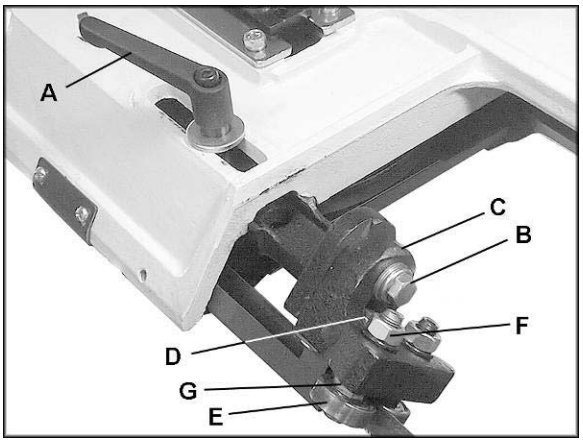
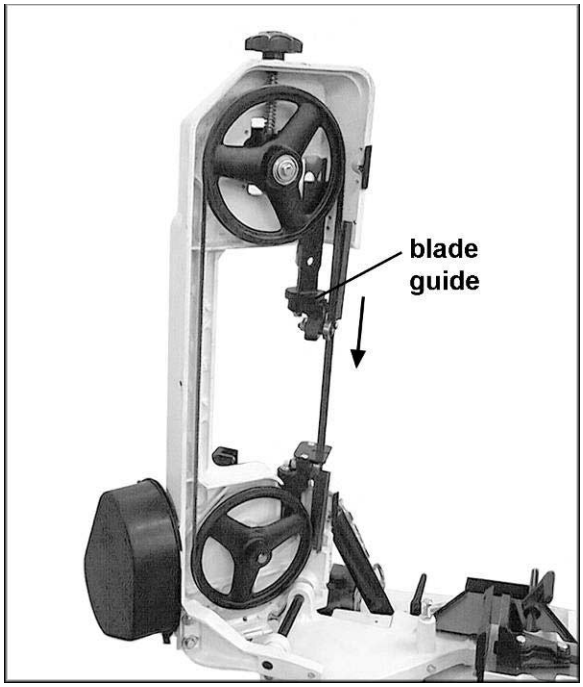

*Figure 18*
*Figure 19*
The blade guide assembly should be moved as close to the workpiece as possible without interfering with the cutting operation. This allows minimum exposure of the blade. To adjust, loosen handle (A, Figure 18) and slide the assembly into position. Always tighten handle (A, Figure 18) after adjustment.
2. Loosen slightly the hex cap screw (B, Figure 18) with a 12mm wrench.
3. Slide the guide block (C, Figure 18) down until the thrust bearing (D, Figure 18) just contacts the back edge of the blade.
4. Tighten the hex cap screw (B, Figure 18).
5. The front bearing (E, Figure 18) is eccentric, and should be adjusted so that it just contacts the blade without pinching the blade or interfering with its movement. Proceed as follows:
6. Loosen the hex nut (F, Figure 18) with a 14mm wrench.
7. Use a 12mm wrench to rotate the small hex nut just above the bearing (G, Figure 18) until the bearing is just contacting the blade.
8. Hold the bearing at that position with the wrench on the hex nut, to prevent the bearing from moving. At the same time, tighten the upper hex nut (F, Figure 18) with the other wrench.
2. Remove the knob and the back blade cover from the band saw. See Figure 19.
3. Loosen the handle on the blade guide (A, Figure 18) and lower the blade guide as far as it will go. See Figure 19.